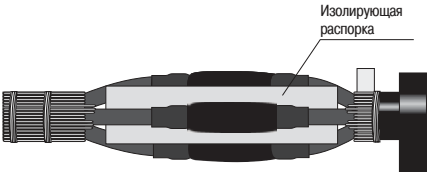

Рисунок 10
4.18 Вст вить между жил ми к белей изолирующую р спорку симметрично относительно центр муфты (рисунок 10). Сж ть вместе жилы к белей, р сположив их к к можно ближе друг к другу.